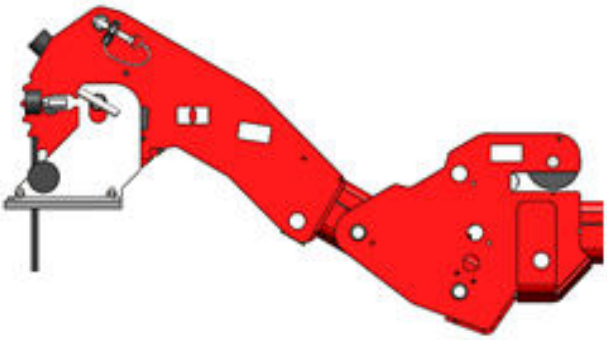

Figur 4.14 Fastgørelse af spilhoved eller manuel flyjibforlængelse på justerbar sektion
3. Nu kan spilhovedet eller den manuelle flyjibforlængelse fastgøres med de to stifter (se *Figur 4.14*).